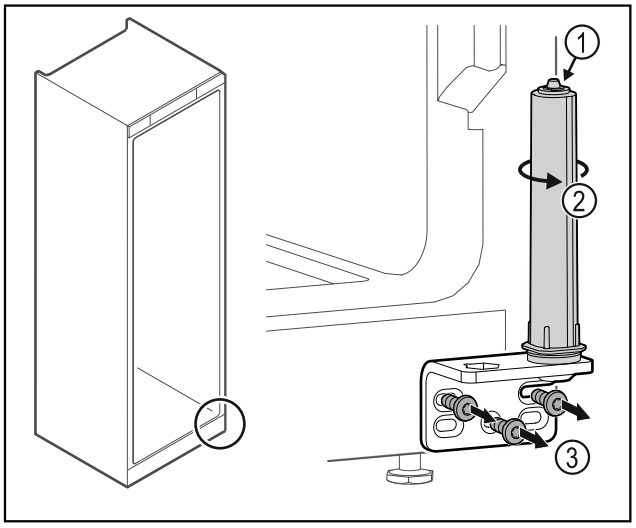

*Fig. 28*
▶ Nu dezasamblați sistemul de închidere al ușii *Fig. 28 (1)*.
▶ Rotiți *Fig. 28 (2)* sistemul de închidere, până când face clic.
▶ Deșurubați *Fig. 28 (3)* colțarul balamalei.